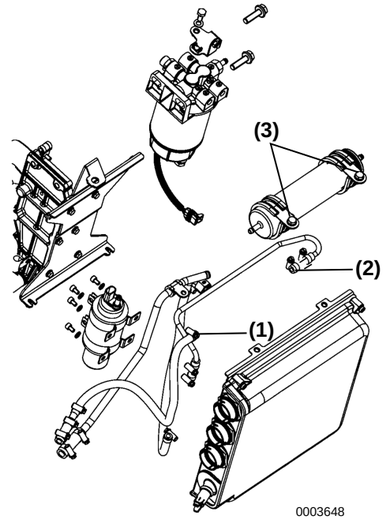

***Figure 5***
3. Loosen inlet **(Figure 5, (1))** and outlet **(Figure 5, (2))** hose clamps and remove hoses from filter.
4. Remove bolts **(Figure 5, (3))**.